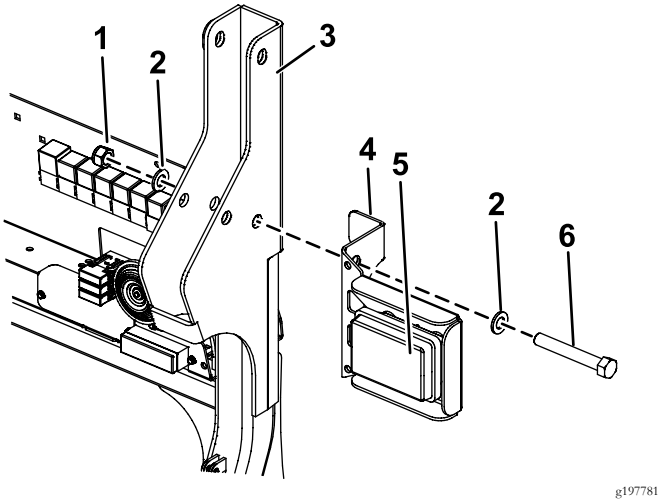
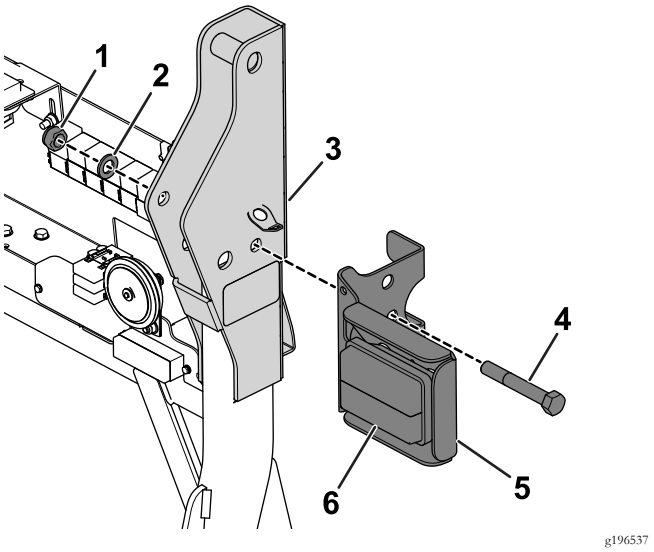

Figur 4
Figur 5
9. Innrett det angitte hullet i høyre baklysbrakett med hullet i veltebøylen, og sett inn den nye bolten (M16 x 110 mm) ved bruk av de eksisterende skivene (Figur 4 eller Figur 5).